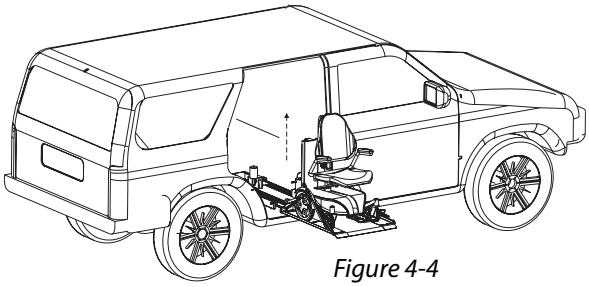

Figure 4-4
5. **Raise the Chair.** Double-check that the chair is secured properly on the platform. While holding the hand control, stand to the side and away from the lift. Press the "UP" button. *[Figure 4-4]*